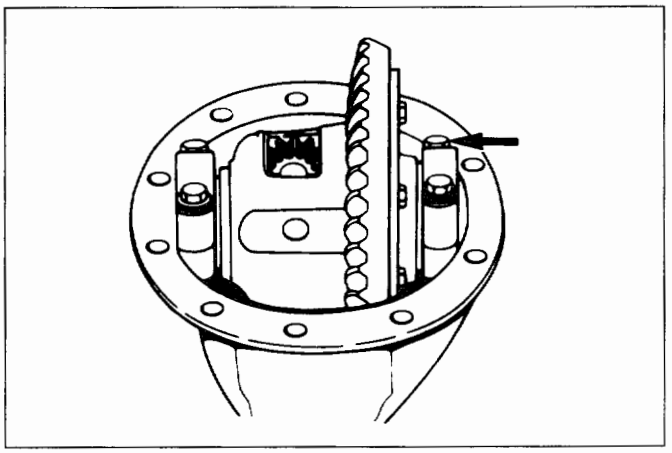

Fig. 4C-55
- Measure the amount of run-out of the ring gear at its rear face (Fig. 4C-56).